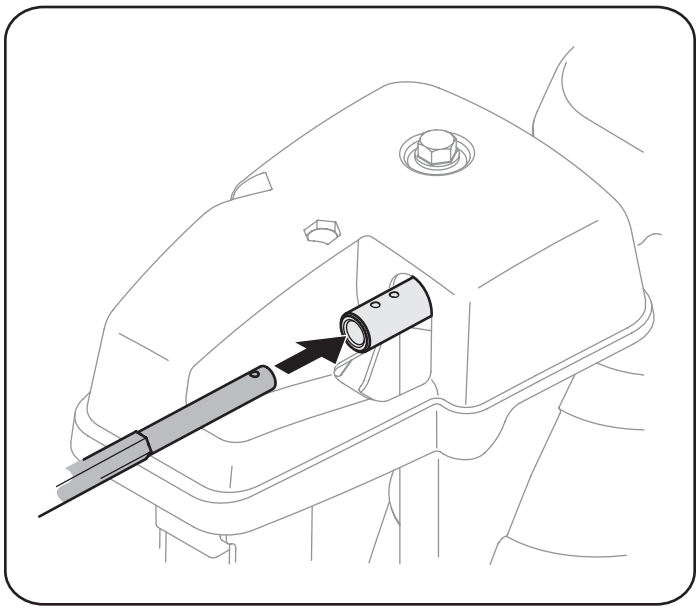

Figura 3
3. Inserte la varilla hexagonal dentro del cabezal de control del canal. Empuje la varilla tan lejos dentro del cabezal de control del canal como sea posible, manteniendo el orificio en la varilla hexagonal señalando hacia arriba. Vea la figura 3.